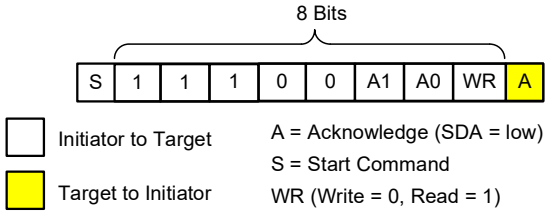

Figure 4: Address Byte
The address byte is followed by an acknowledge (A) bit (see Figure 4).
After the address is acknowledged, 8-bit data bytes are sent, each followed by an acknowledge bit (see Figure 4). The state of the WR bit in the address byte determines if data is written from the initiator to the AXM8171A, or if data is read from the AXM8171A.